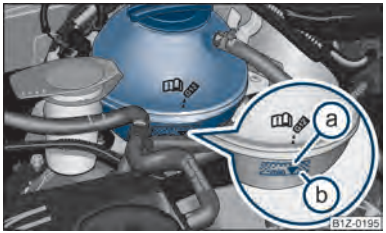

Fig. 152 Engine compartment: Coolant expansion bottle
– Check the level of coolant in the coolant expansion bottle ⇒fig. 152. The coolant level when the engine is cold must lie between the ⓑ (MIN) and ⓐ (MAX) markings. The level may also rise slightly above the ⓐ (MAX) marking when the engine is warm.
– Place a cloth over the cap of the coolant expansion reservoir ⇒fig. 152 and unscrew the cap **carefully** by turning it to the left ⇒.
Do not fill the coolant above the mark ⓐ (max.) ⇒fig. 152! Excess coolant heats up and then is forced out of the cooling system through the pressure relief valve in the cap.